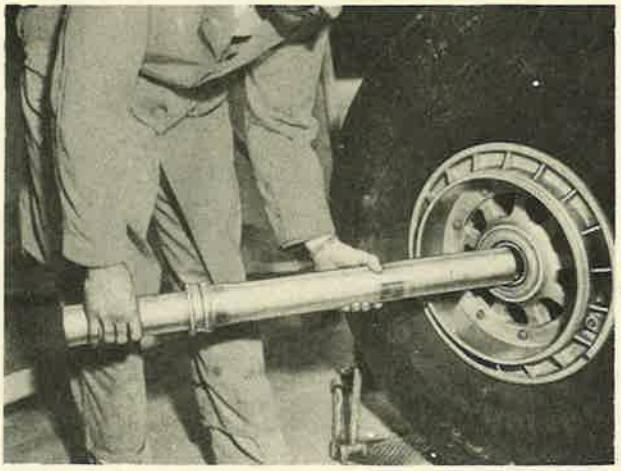

Figure 157—Removing Axle From Wheel
(3) Slide the axle out of the wheel (figure 157).